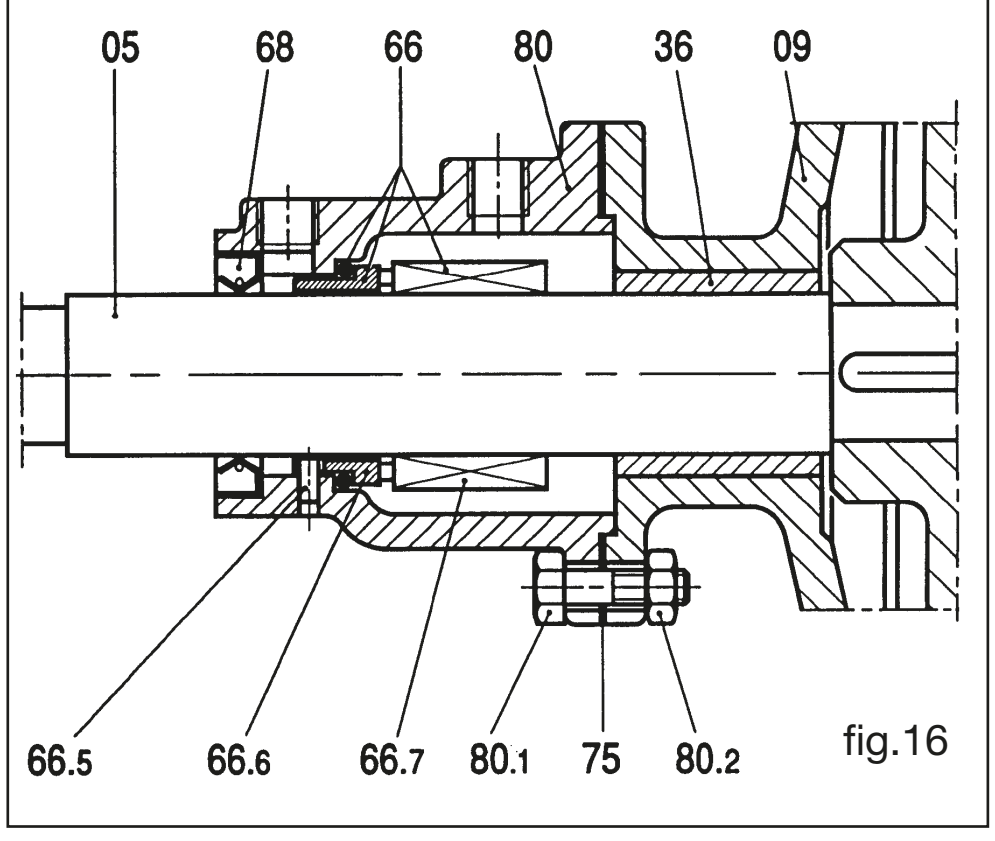

fig.16
11.9 Extracción de la junta estanca mecánica simple ST4, ST5, ST6 (fig. 16)